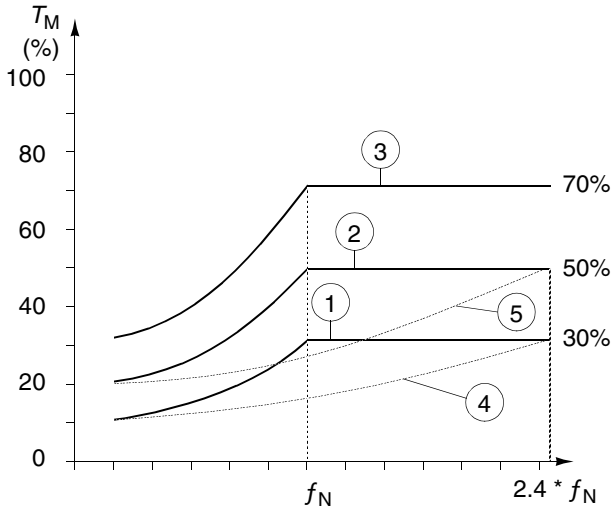

Figur 6-21 Underlastkurvetyper. T_M er motorens nominelle moment, f_N er motorens nominelle frekvens.
30.15 UNDERLAST KURVE Med denne parameter kan vælges mellem 5 kurver vist i Figur 6-21. Hvis lasten falder under den valgte kurve i længere tid, end indstillet med parameter 30.14 UNDERLAST TID, vil underlastbeskyttelsen aktiveres. Kurverne 1 … 3 når maksimum ved nominel motorfrekvens som indstillet med parameter 99.07 MOTOR NOM FREK.